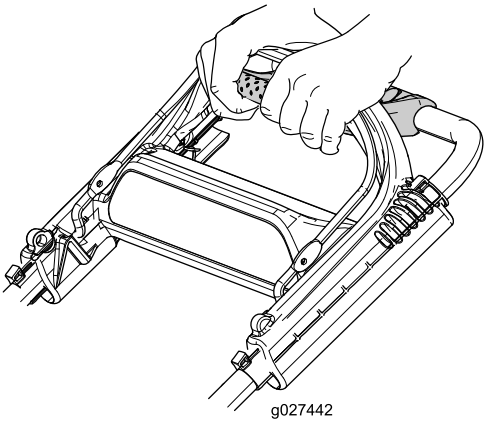

Figur 21
1. Ræk fingerspidserne fremefter, og tag fat i hjørnerne på traktionsforstærkningshåndtaget (Figur 21).